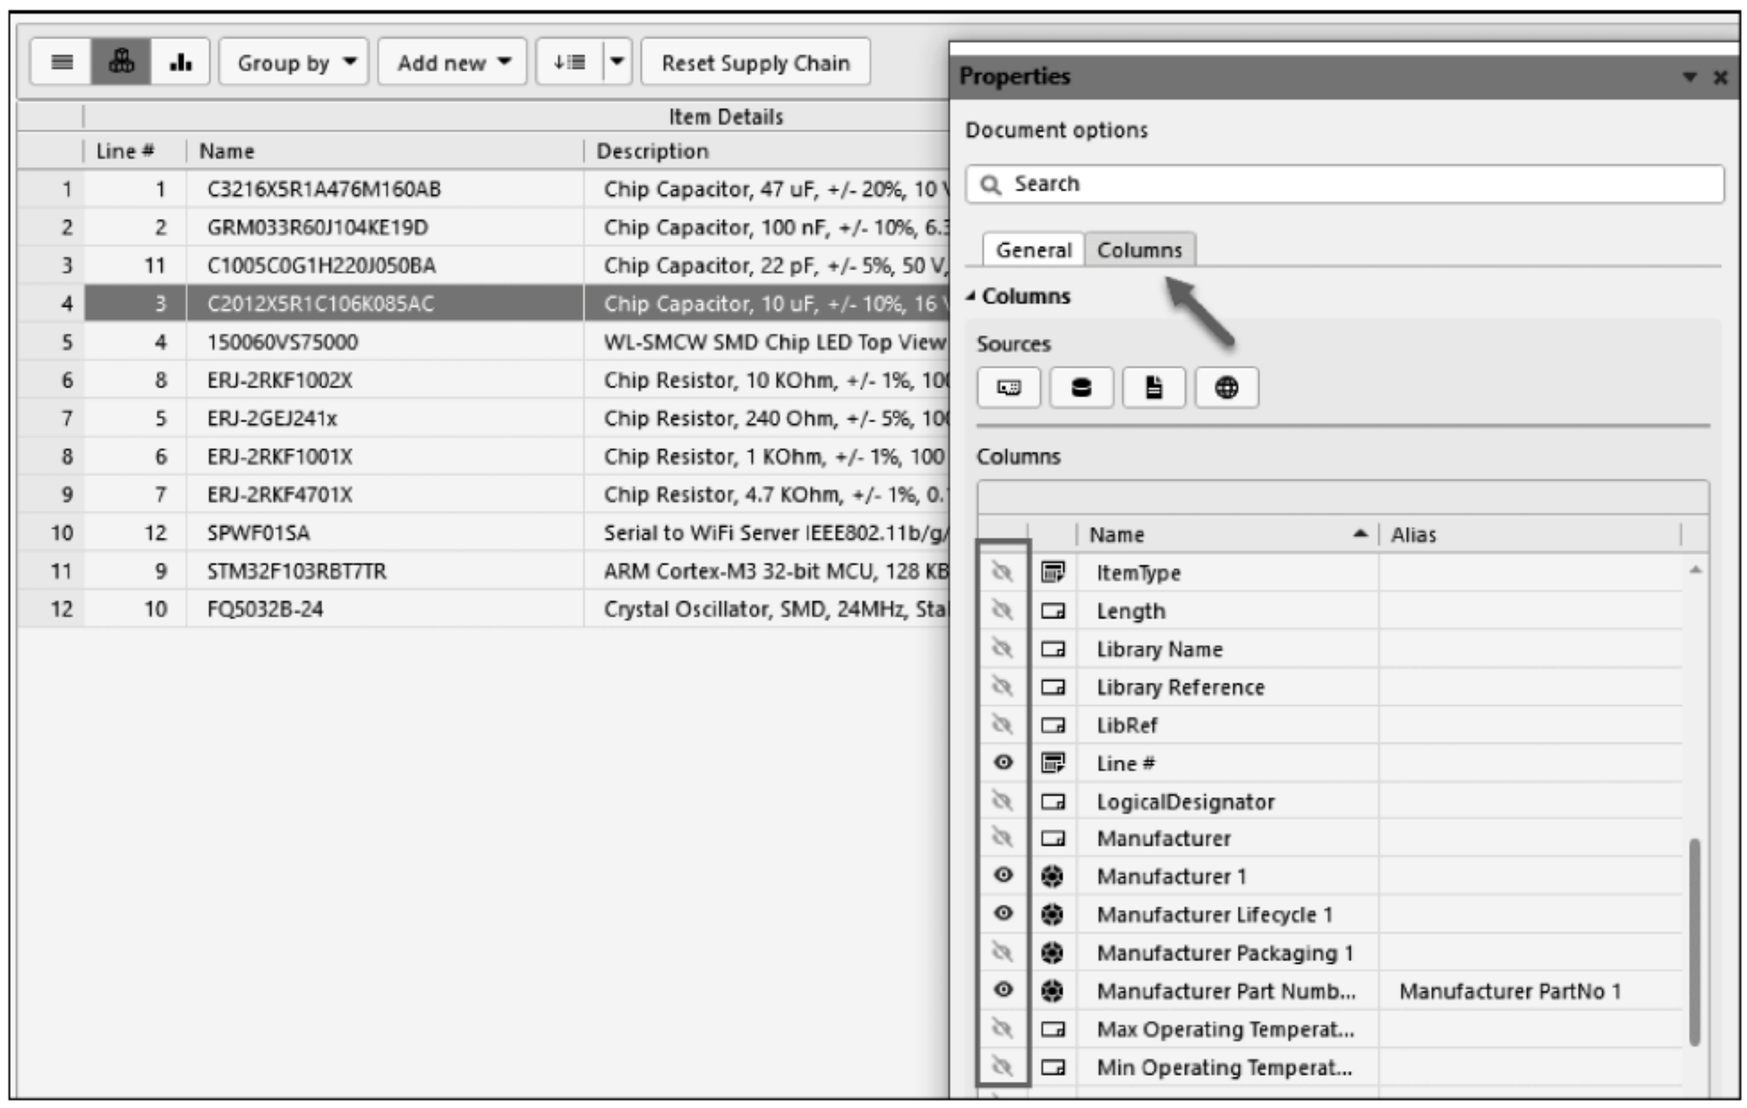

图 1-172　显示/隐藏栏并定义 BOM 标题栏的别名
- 使用 Properties 面板的栏制表符来显示/隐藏栏并定义该栏的别名，如图 1-172 所示。